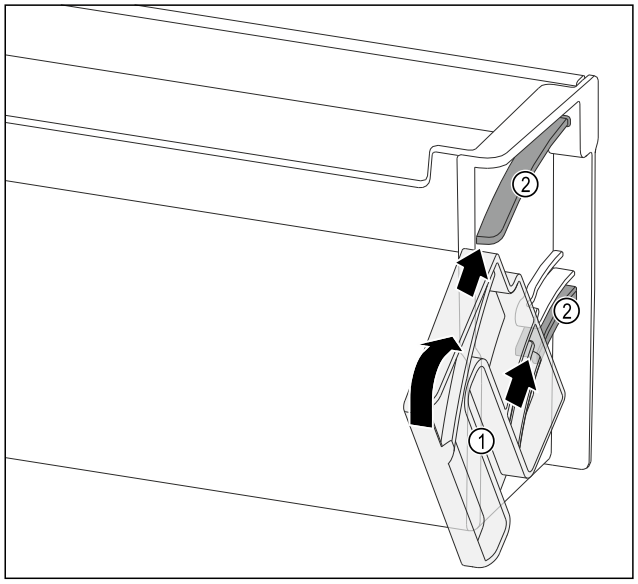

*Fig. 146*
▶ Coloque la unidad giratoria *Fig. 146 (1)* de modo que las entalladuras es queden exactamente opuestas a los canales guía *Fig. 146 (2)* del estante en la contrapuerta.
▶ Gire la unidad giratoria *Fig. 146 (1)* en la dirección indicada.